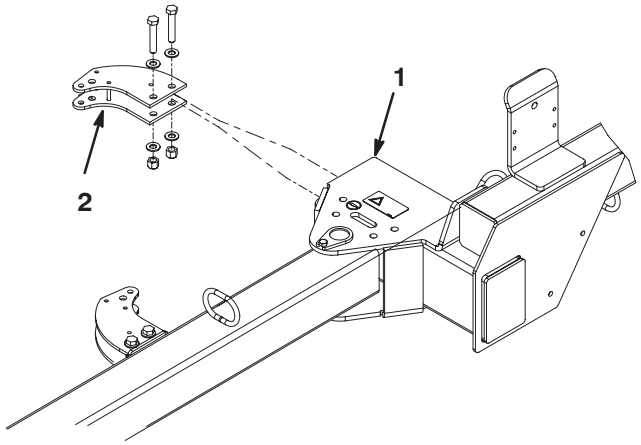

Figura 3
1. Monte el soporte del actuador trasero en el bastidor de la barredora con 2 tornillos de caperuza de 1/2–13 x 2–3/4 pulgada, 4 arandelas planas de 0,531 x 0,063 y una contratuerca de 1/2–13. Posicione los componentes tal y como muestra la figura 3.